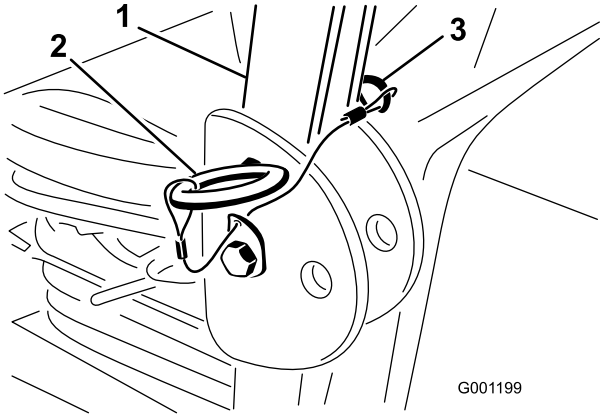

図 6
2. ROPSを立てた状態で、ヘアピンコッターと2本のピンを抜き取る図 6。